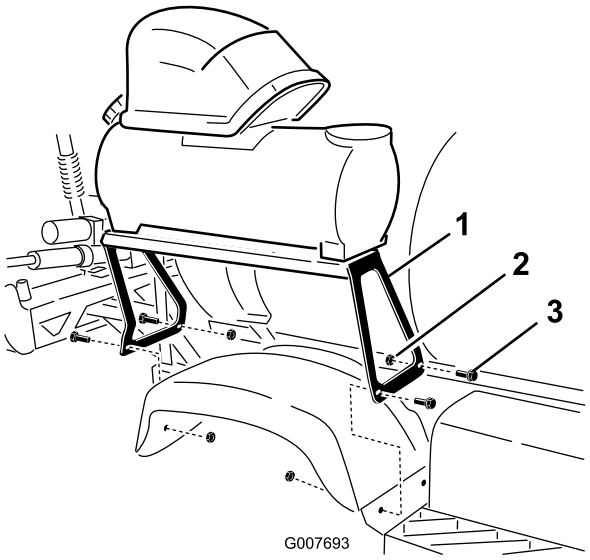

Figur 5
3. Monter beslaget i hullerne i den højre bagskærm med 4 bræddebolte (5/16 1-1/4 tomme) og 4 låsemøtrikker (5/16 tomme) som vist i Figur 5.